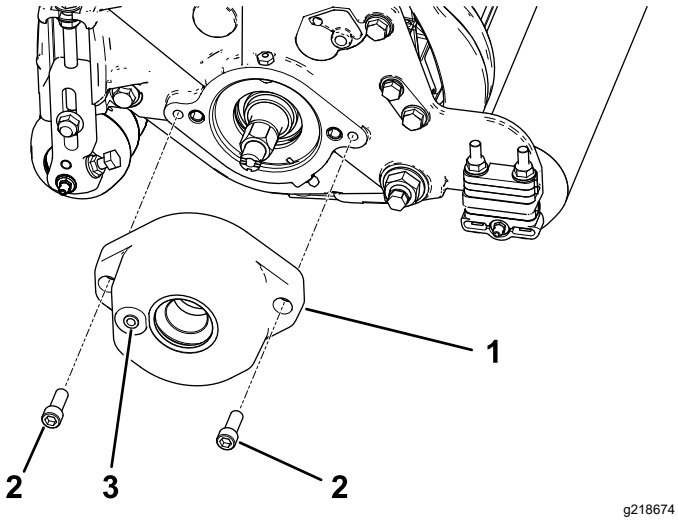

Figura 5
3. Monte el alojamiento del cepillo del rodillo en el alojamiento del cojinete del molinete con 2 pernos allen; consulte Figura 5.